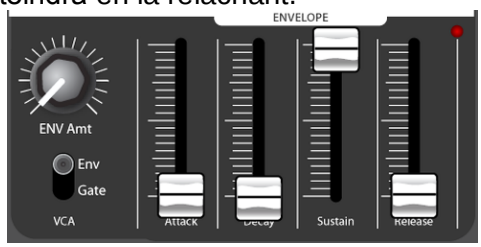

Figure 11
- Passez le sélecteur **VCA** en position « ENV » (Figure 11) pour contrôler le « LEVEL » (volume) de l'audio à l'aide de l'enveloppe